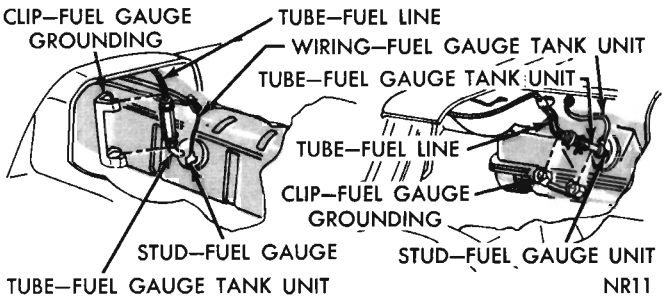

Fig. 8—Fuel Tank Ground Strap
(1) Position fuel tank gauge unit in tank, using a new gasket. Tighten securely, using Tool C-3582. (If tank insulator was torn or damaged during removal of tank, be sure and install a new insulator at reassembly.)
(2) Slide fuel tank under vehicle. Raise tank far enough to engage filler spout with opening in rear panel, and locator embossments on floor pan.
(3) Push tank toward rear to fully engage filler spout in opening.
(4) Hold fuel tank in this position, and place hold down straps in position, feeding attaching studs through holes in end of straps. Install nuts but do not tighten.
(5) Guide button head of studs into slots in frame and down into position. Tighten hold down strap attaching nuts securely to 50 inch-pounds.
(6) Install filler tube mounting screw and tighten securely.
(7) Connect vent tubes and hose connections at leading edge of tank.
(8) Connect lead wire to tank gauge unit, reconnect fuel line and ground strap (Fig. 8).
(9) Refill tank and check for leaks.
(1) Position fuel tank gauge unit in tank, using a new gasket. Tighten securely, using Tool C-3582.
(2) Work fuel tank up into position in quarter panel. Move rearward until filler tube is centered in opening of quarter panel. Place straps in position and install nuts. First tighten bottom strap to 50 inch-pounds, then tighten front strap to 50 inch-pounds.
(3) Install fuel line and connect ground strap and fuel gauge wire (Fig. 8).
(4) Raise hoist far enough to engage spring hanger with frame.
(5) Position left rear spring hanger at frame and install attaching bolts. Tighten to 30 foot-pounds.
(6) Slide shock absorbers over pivots and secure